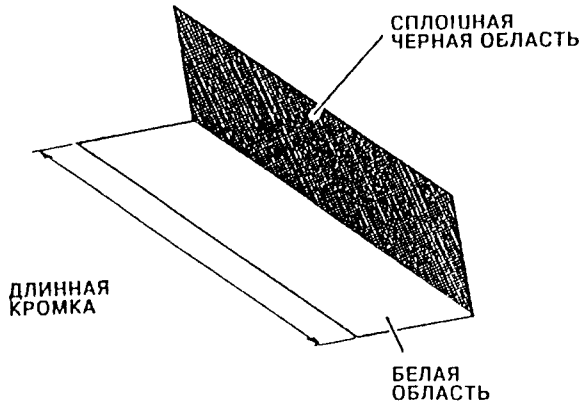

Рис. 1. Контрольная копия
1. Сделайте пять половинных сплошных черных копий на бумаге формата A4/ 8,5×11 дюймов (то есть 216×279 мм) и согните одну их них как показано на Рис. 1.